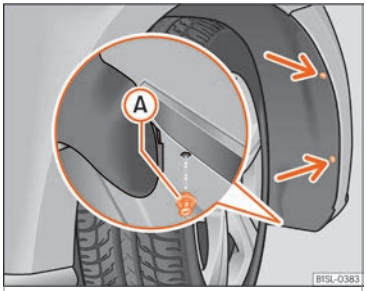

Fig. 87 In the front right arch trim: remove the retaining screws (arrows) and take out the expansive rivet Ⓐ.
1.	Unscrew the 2 retaining screws of the wheel arch trim ››› Fig. 87 (arrows) with the screwdriver from the vehicle took kit ››› page 70.
8.	Plug the connector (1) into the bulb holder. The connector must audibly click into place.
10.	Place the expansive rivet in the wheel arch trim and bumper and press it completely inwards ››› Fig. 87 (A).
11.	Securely screw the 2 retaining screws ››› Fig. 87 (arrows) with a screwdriver.